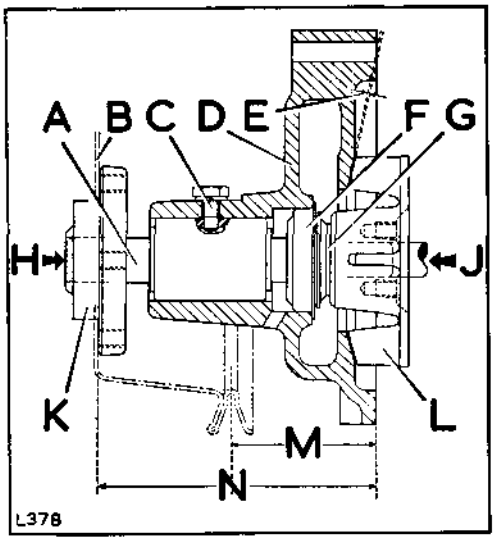

**Fig. K1-7. Sectioned view of water pump, 2.6 litre models**
4. Press the fan pulley hub on to the spindle to a set dimension (see Figs. K1-7 and K1-8) measured between the front face of the pulley hub and the mounting face of the water pump casing. When pressing on the hub, support the spindle to avoid load falling on the bearing location bolt.